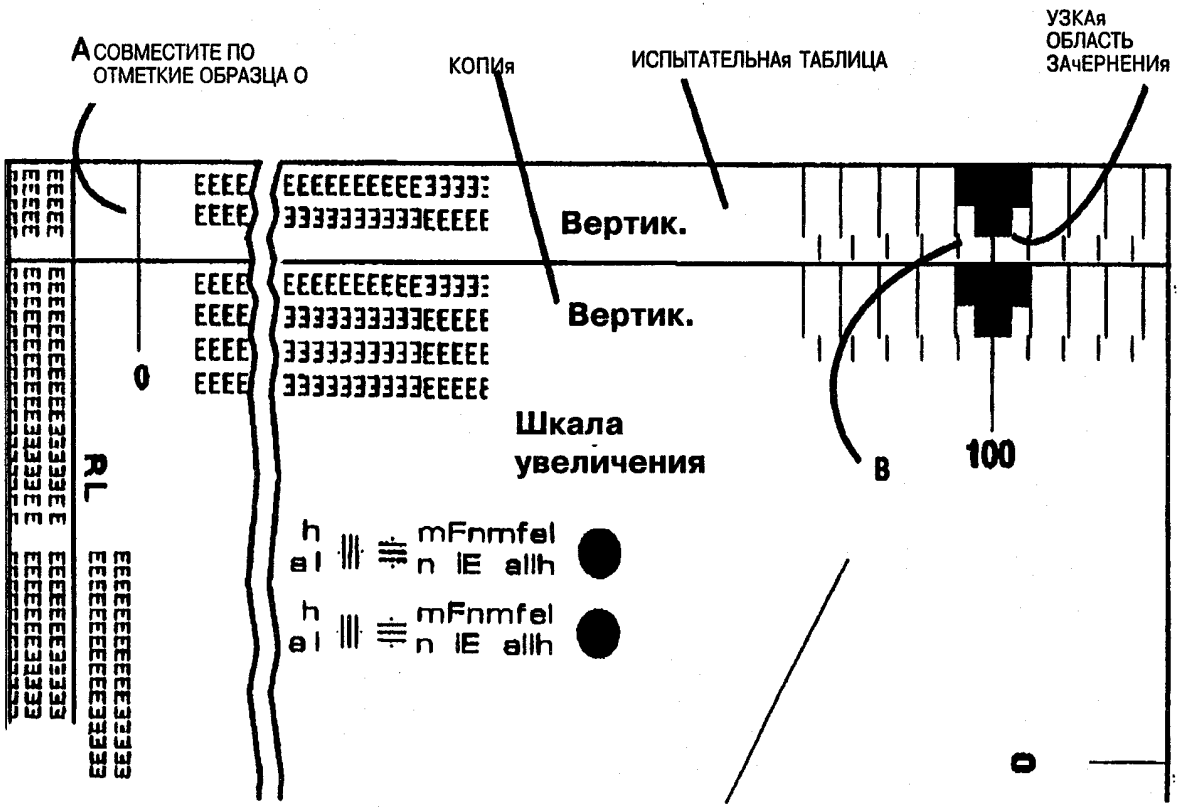

Рис. 1. Сравните эталонные отметки на испытательной таблице с отметками на копии.
4. (Рис. 1): Сравните отметки эталона <**Vertical Mag. Scale**> на испытательной таблице с отметками на копии.